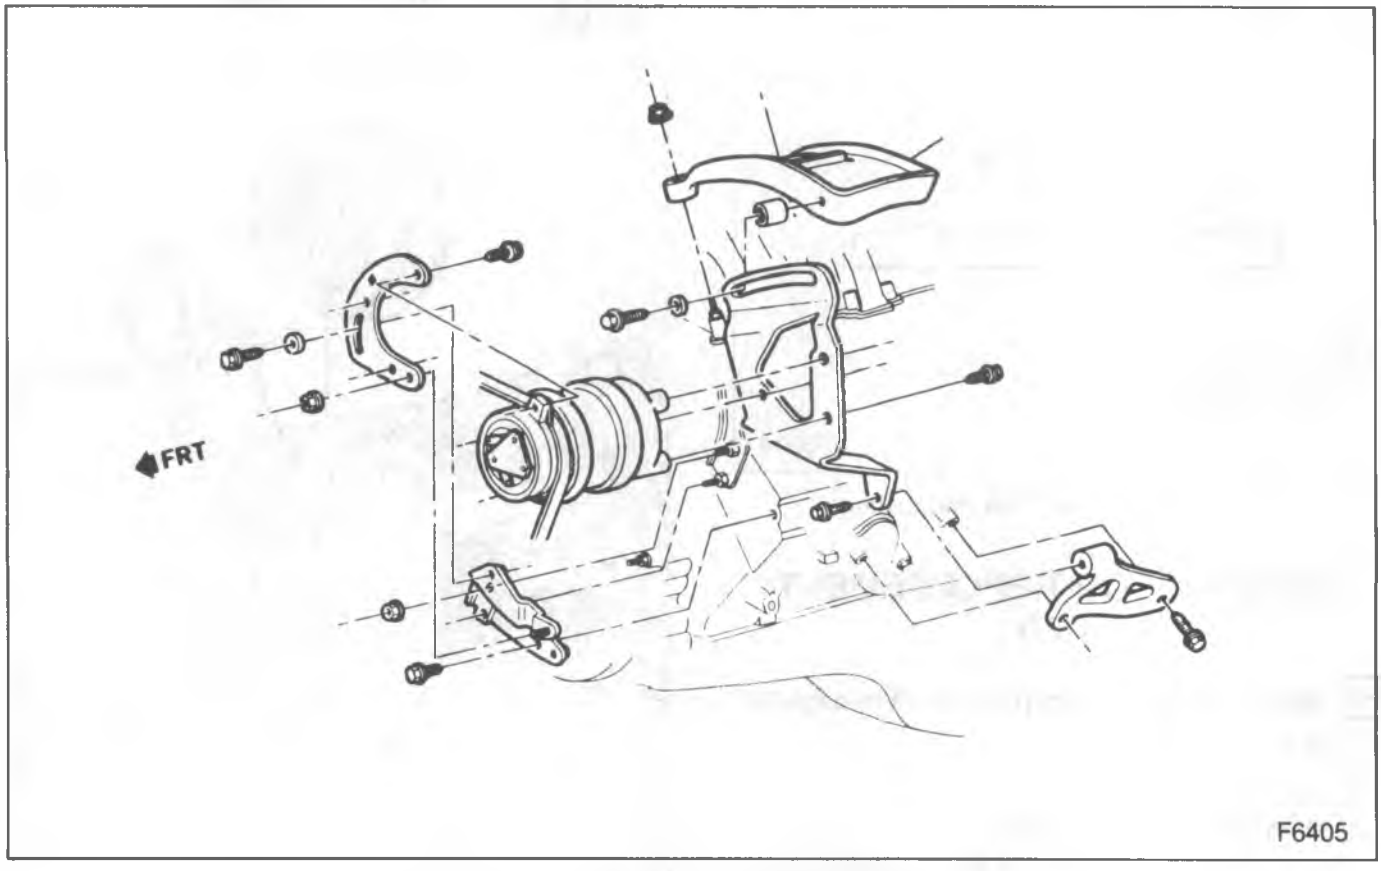

Figure 31 – R/V Compressor Installation (6.2L Engine)
7. Condenser to radiator support screws (figure 31).